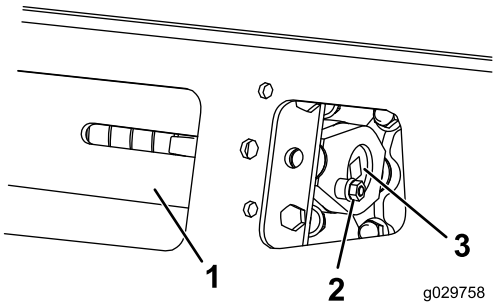
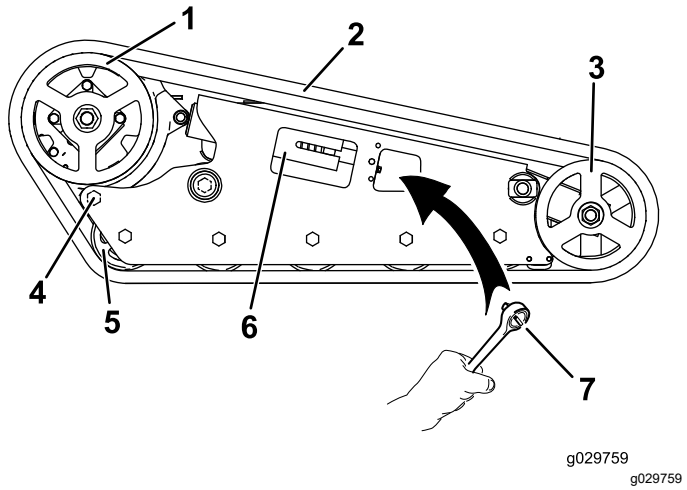

Figuur 59
Figuur 65
3. Verwijder de borgbout, het afstandsstuk en de moer (Figuur 59).
5. Lijn de dichtstbijzijnde inkeping in de spanschroef uit met de opening van de borgbout en bevestig de schroef met de borgbout en moer (Figuur 59).
4. Verwijder de borgbout en de moer (Figuur 59).
5. Gebruik een dopsleutel van ½" en verminder de spanning door de spanschroef rechtsom te draaien (Figuur 59 en Figuur 65).
6. Draai de achterste bout bij het aandrijfwiel los (Figuur 65).